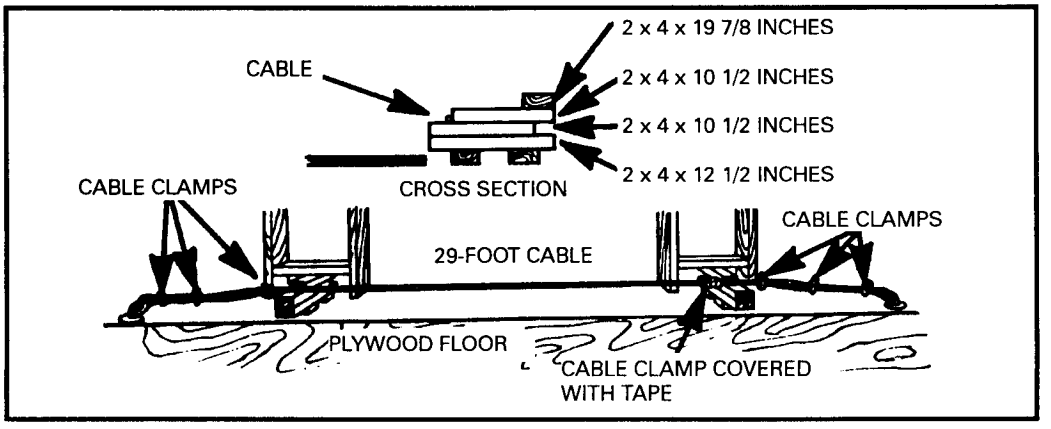

Figure 19-10. CH-54 anchor line cable assembly.
(4) An anchor line cable assembly (Figure 19-10) is installed on the starboard side of the floor by using the two top tie-down fittings at the forward end (numbers lF and 2F) and the two tie-down fittings at the aft end (numbers 15F and 16F) as attachment points. One ¼-inch steel cable (MIL-C-5424 or MIL-C-1511) or 3/8-inch steel cable (MIL-W-12567), 29 feet long, is used with six cable clamps, lock washers, and bolts. Two bolts with clamps face outboard and one bolt with clamps faces inboard. Wooden blocks are placed between the anchor line cable and the floor.